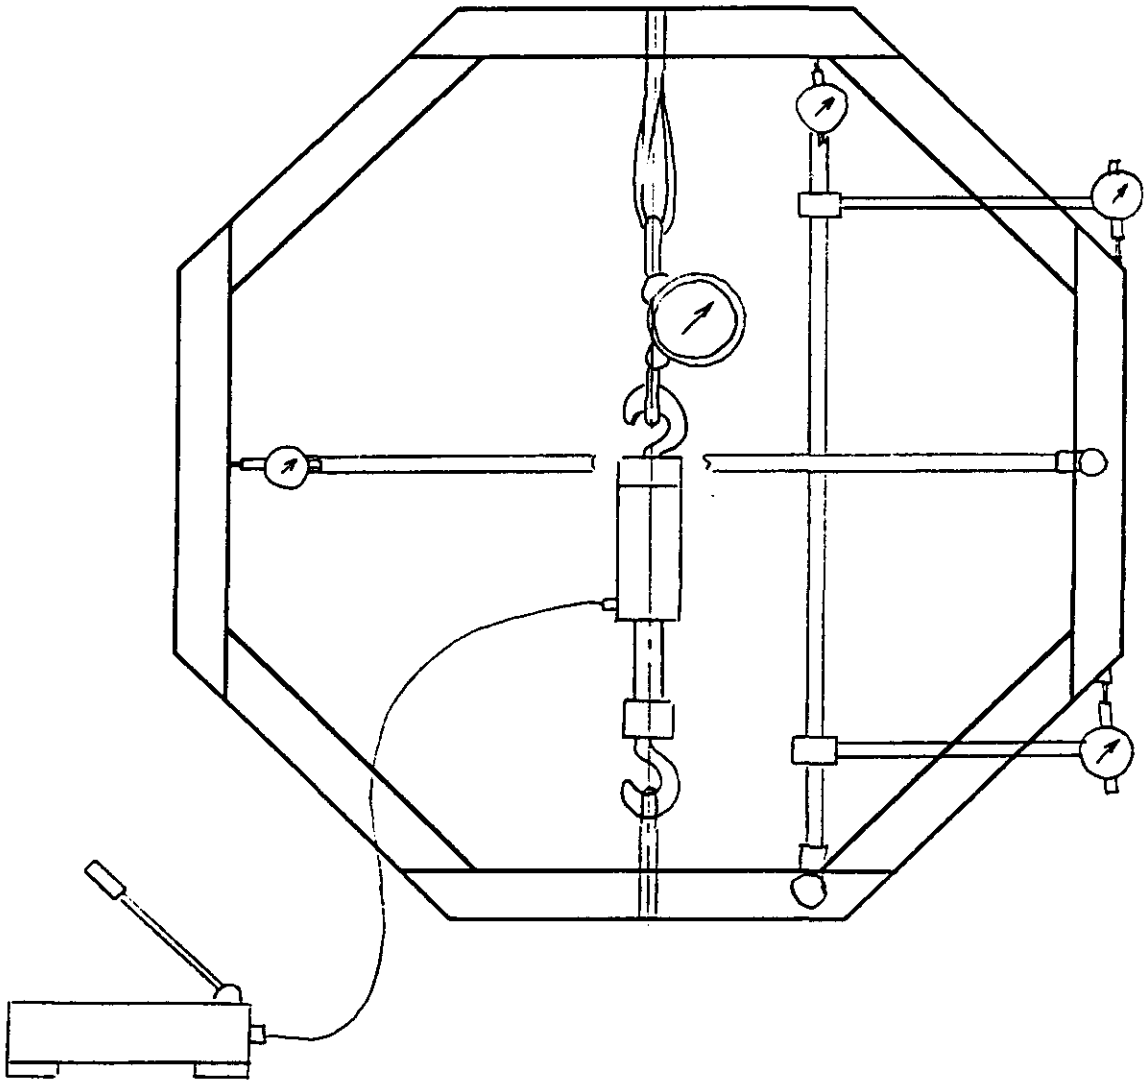

Figure 1 – Vertical Loading for X-Y Plain Deflection and Corner Bolt Load
3.2.1 In Figure 1, two vertical loads are acting on the top and the bottom blocks toward each other to simulate load case #1. The estimated vertical load is about 10 tons in order to produce proportional vertical and horizontal deflections in the scale model compared with the full toroid.